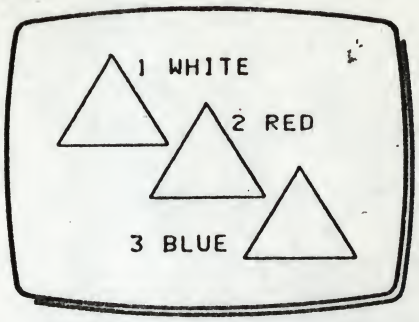

Fig 2
2 **Draw a triangle with WHITE lines, (1) in Fig 2.**